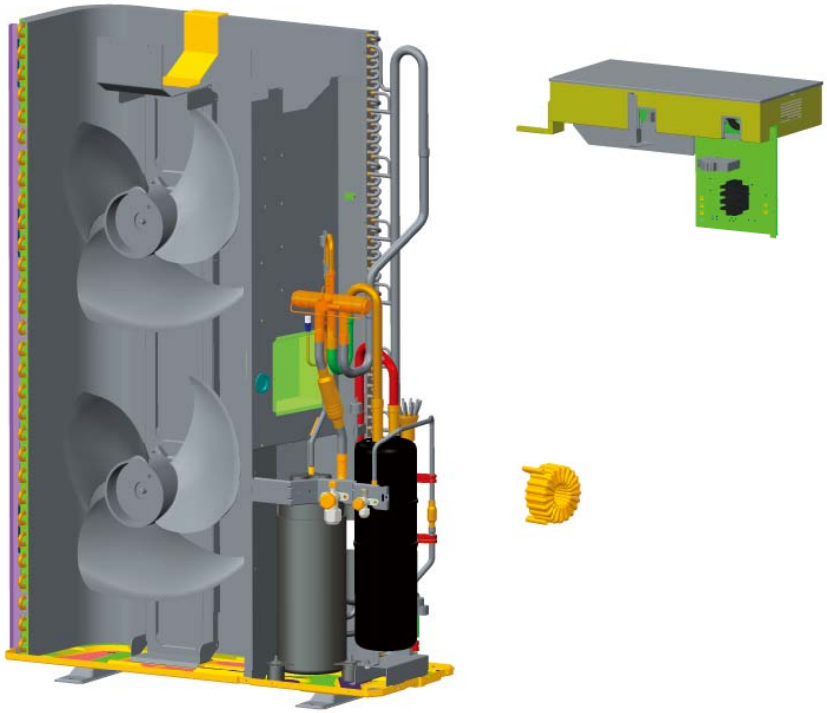

Fig.8
4) **Remove the Electric Box Assy** ● Loosen the two tapping screws, and remove the electric box assy .[**See Fig. 8**]